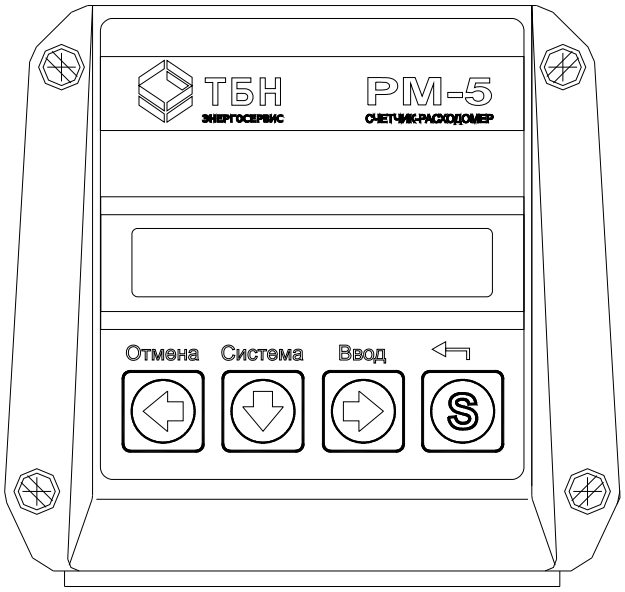

Рисунок 2 — Внешний вид электронного блока с вычислительным устройством
1.2.2.4 Электронные блоки вместе с вычислительными устройствами (рисунок 2) находятся в пылевлагозащищенных корпусах, которые выполняются для РМ-5-Э как единое целое с датчиком расхода ППР (на рисунке 2 ППР не показан).
1.2.3.5 Если предусматривается ручное управление РМ-5-Э, то на передней панели ВУ размещаются дисплей индикации и клавиатура ввода-вывода (рисунок 2).